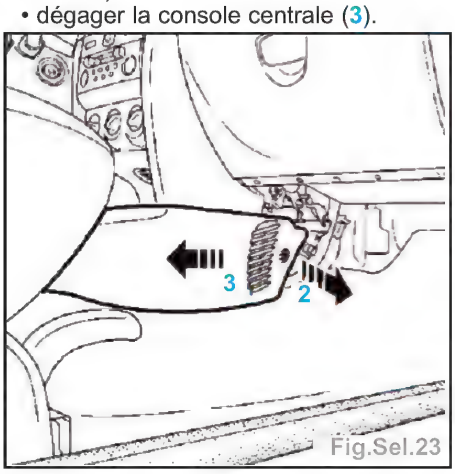

Fig.Sel.23
• déclipper l'avant de la console (2) (Fig. Sel.23),
• dégager la console centrale (3).